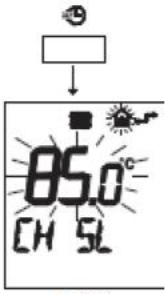

рис. 5.49
• Нажмите одновременно кнопки и , чтобы войти в режим программирования, см. рис. 5.49.